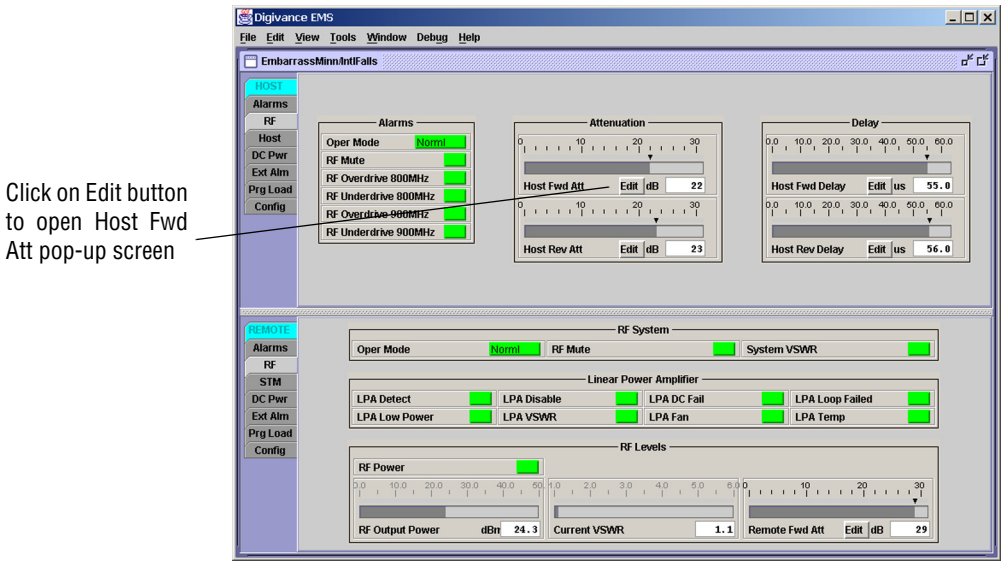
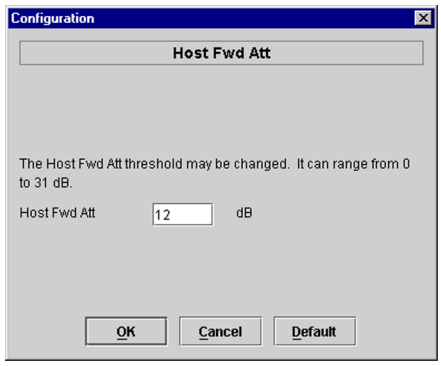

**Figure 3-6. HOST RF Display**
**Figure 3-7. Host Fwd Att Pop-Up Screen**
1. Click on the HOST **RF** tab. The HOST **RF** display will open within the EMS main window as shown in Figure 3-6.
2. Click on the **Host Fwd Att Edit** button (see Figure 3-6). The **Host Fwd Att** pop-up screen will open as shown in Figure 3-7.